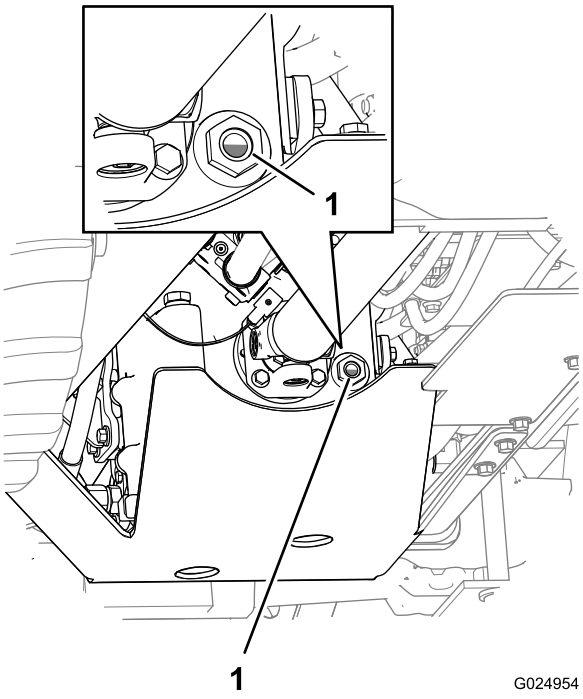

Bild 93
4. Prüfen Sie nach fünf Minuten den Stand des Getriebeöls im Schauglas (Bild 93).
6. Wiederholen Sie die Schritte 2 bis 5, bis der Ölstand 1/2 bis 3/4 des Schauglasfensters bedeckt (Bild 93).
Hinweis: Der Ölstand sollte 1/2 bis 3/4 des Schauglasfensters bedecken (Bild 93).